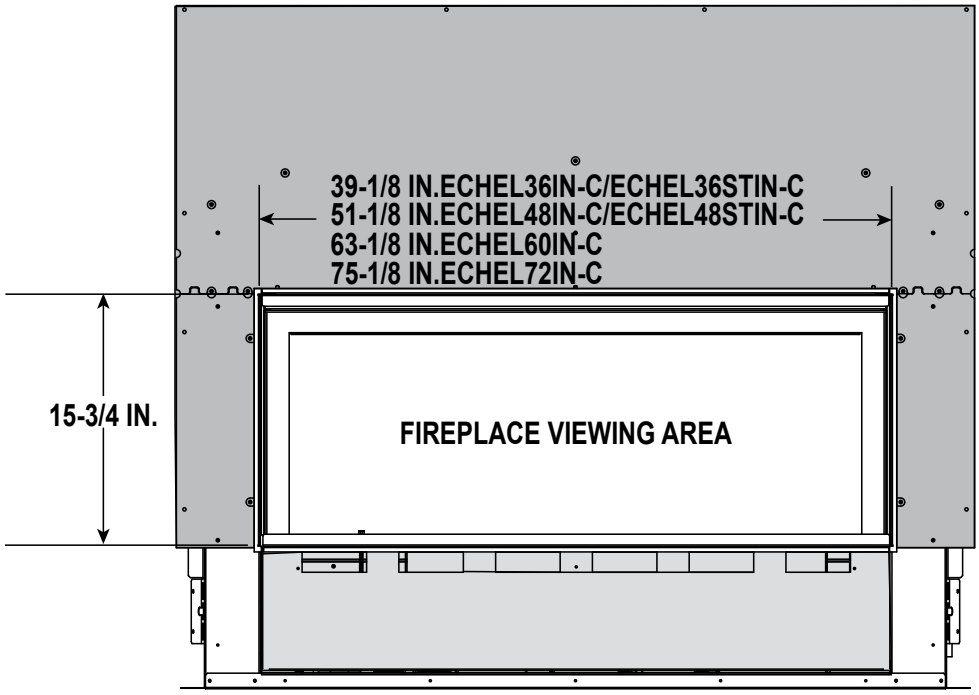

**Figure 10.4 Minimum Finished Opening Dimensions - Clean Face Trim Front Method**
2. The non-combustible finish material, 0-1 inch thick, should be installed up to the fireplace opening on all four sides, including the bottom access panel, covering the eight rectangular holes. Refer to Figure 10.4 for minimum finished opening dimensions.
2. The non-combustible finish material, 1-4 inches thick, should be installed up to the fireplace opening on all four sides, including the bottom access panel, covering the eight rectangular holes. Refer to Figure 10.4.